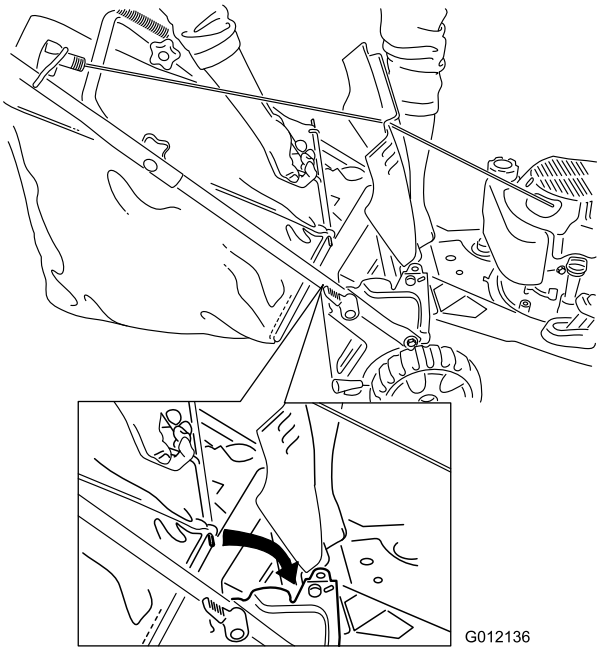

Figuur 17
2. Zet de achterklep omhoog en houd hem in deze stand; monteer de grasvanger in de inkepingen en zet de achterklep omlaag (Figuur 17).